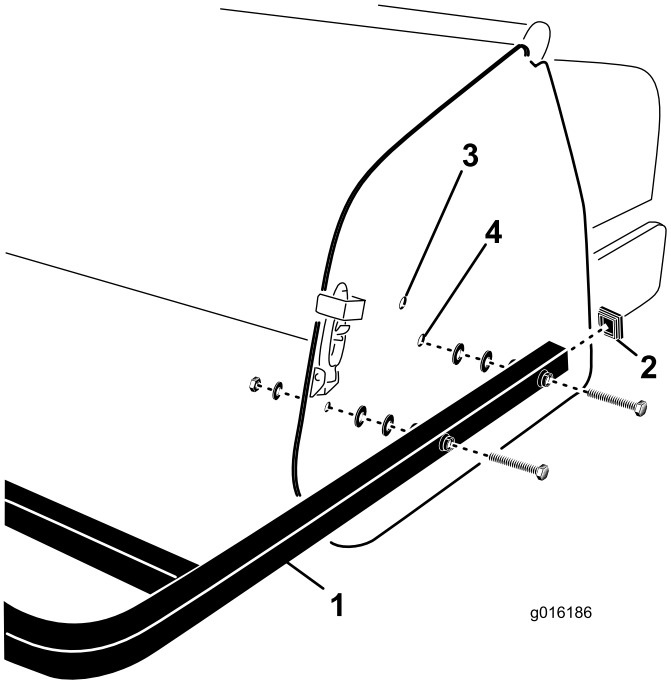

Figuur 28
1. Monteer de doppen op de buisuiteinden van de achterkap (Figuur 28).
2. Lijn de gaten van de montagebuizen van de achterkap uit met de gaten in de zijplaten van de beluchter (Figuur 28).
3. Bevestig de montagebuizen van de kap aan de zijplaten met (4) schroeven, platte ringen en moeren (Figuur 28).